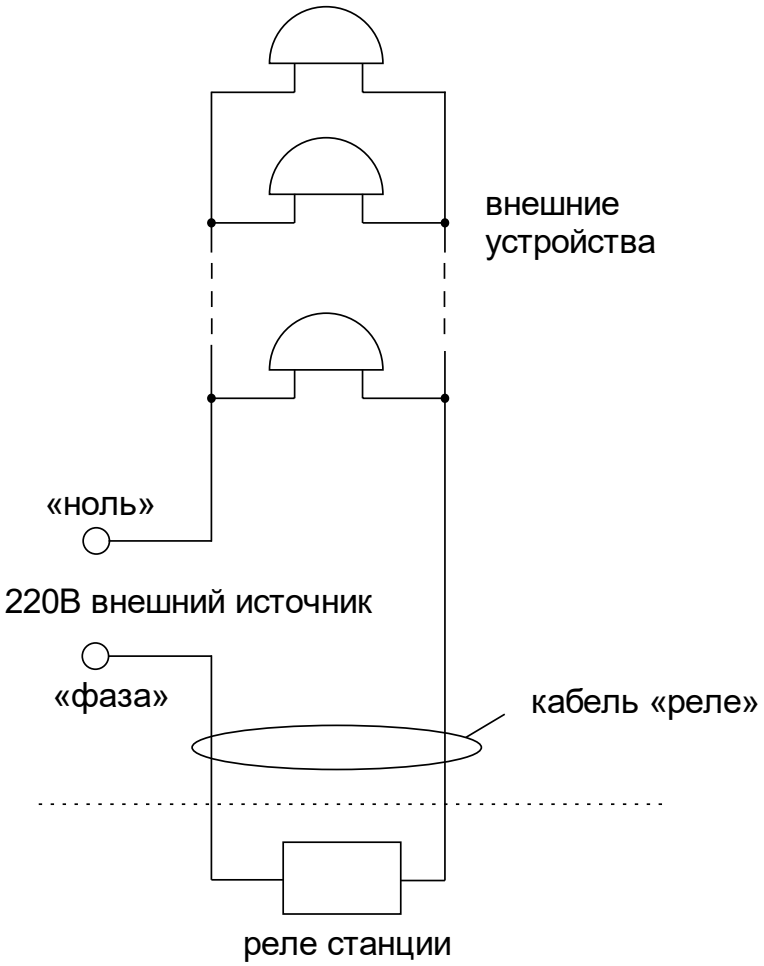

Рис. 1.
Должна быть смонтирована линия включения внешних устройств по схеме рис. 1. В соответствии с рис. 1 питание на внешние устройства должно подаваться извне (не используется электропитание часовой станции). При этом реле часовой станции замыкает (подключает) фазу внешнего электропитания на внешние устройства в соответствии с установленной программой.
4.5 Подсоедините кабель «Реле» через клеммную коробку следующим образом (см. рис. 1). На один из проводов кабеля «Реле» необходимо подать «фазу» внешней питающей электросети 220 В, предназначенной для питания внешних устройств; второй конец кабеля «Реле» подключить непосредственно к одному из входов питания внешних устройств; другой вход питания внешних устройств подключить на «ноль» питающей электросети 220 В. Все внешние устройства должны быть соединены друг с другом по входам питания параллельно. К внешним устройства относятся, например, школьные звонки громкого боя.